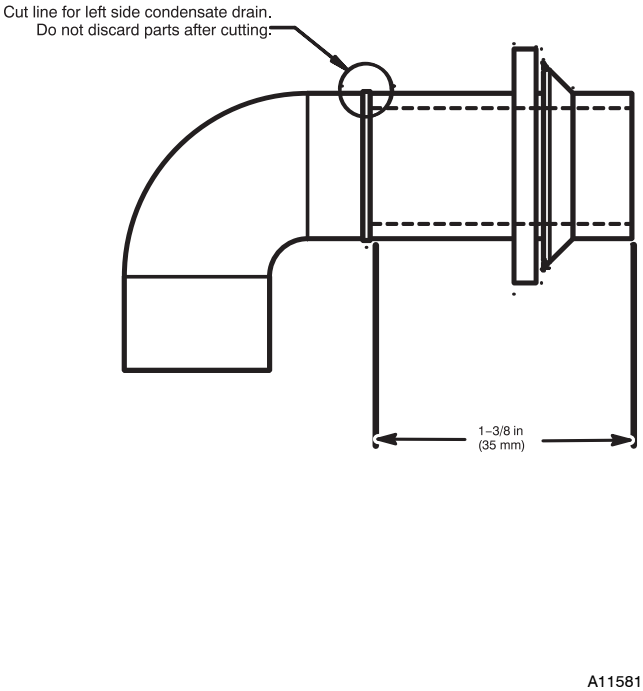

Fig. 14 – Modify Rubber Drain Elbow
3. The Z-pipe is connected to the condensate trap and the outside of the furnace by modifying the formed rubber drain elbow as shown in Fig. 14.
4. Remove the formed grommet from the rubber drain elbow by cutting the elbow along the vertical line located about 1-3/8 in. (35 mm) away from the formed grommet. See Fig. 14. **DO NOT DISCARD THE FORMED GROMMET OR THE RUBBER ELBOW**. Both of these pieces will be used.
TIP FROM CONTRACTORS: When installing the furnace horizontally, use the entire drain elbow (that is, do NOT cut as shown in Fig. 14 to connect the trap to the drain line. This helps to prevent bumps and shocks to the drain line from damaging the furnace drain trap. Avoid misalignment of the drain pipe which may cause kinks in the elbow.